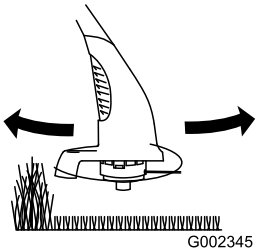

Figur 11
- Flytta sakta trimmern in och ut över det område som klipps (Figur 11).